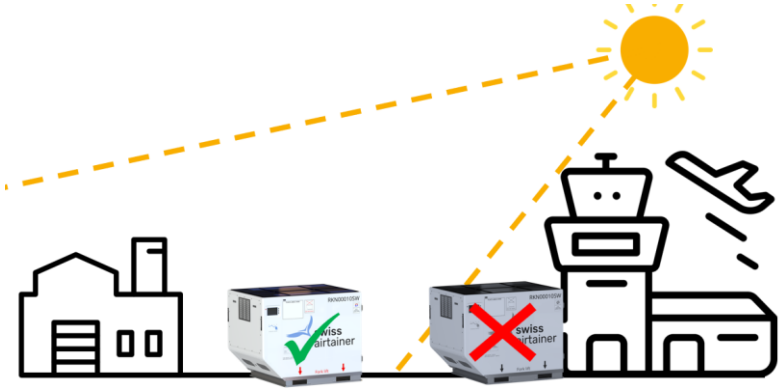

Figure 5 - Positioning of RKN for proper sunlight exposure.
1. Place the container outside (§4.3.1) during the day and ensure maximum direct sunlight exposure (Figure 5);